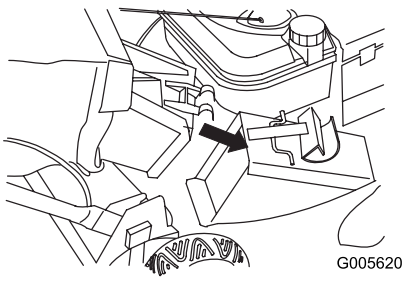

Figur 24
2. Plasser lukeåpningen i posen over åpningen i utløpstunnelen (Figur 24).